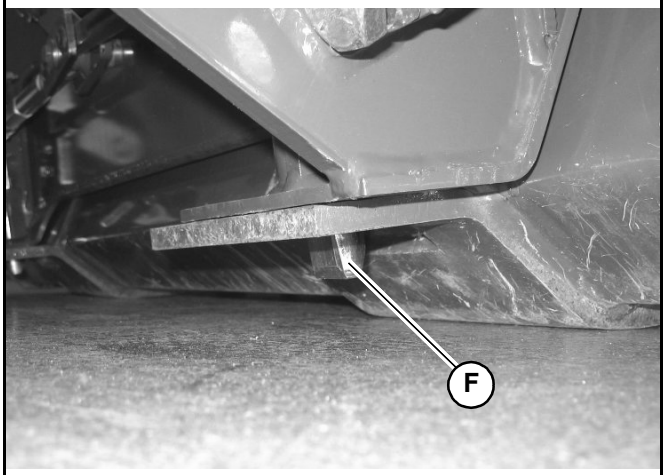

Fig. 64 – Attachment Locking Pins
7. Make sure the locking pins (F, Fig. 64) are fully engaged down through the holes in the attachment.